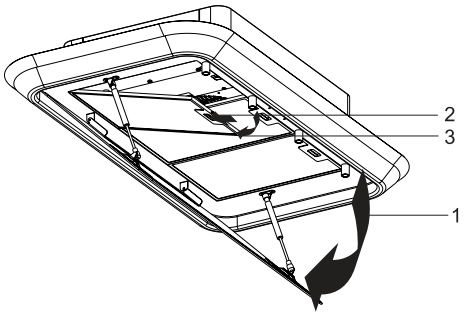

Abb. 39: Entfernen des Metallfettfilters
1. Öffnen Sie den Seitenabzugglas (Abb. 39/1).
3. Öffnen Sie die Verriegelung der Metallfettfilter (Abb. 39/2) und schützen Sie mit Ihrer anderer Hand den Aluminium Metallfilter gegen Sturz.
4. Neigen Sie den Metallfettfilter nach vorne und nehmen Sie es ab (Abb. 39/3).